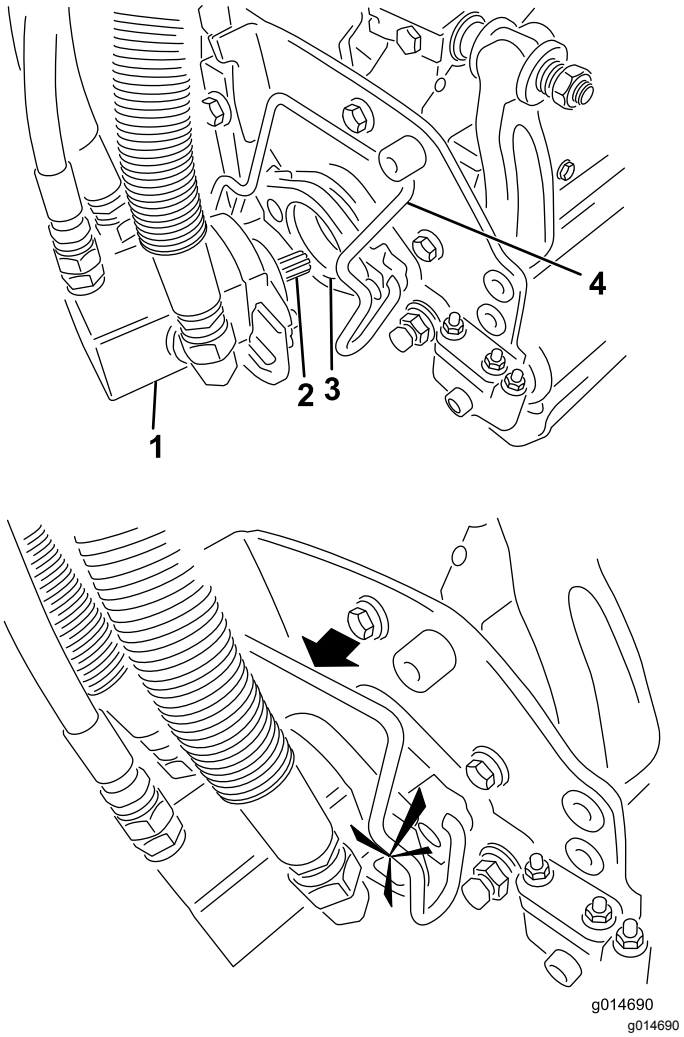

Rysunek 47
5. Nasmaruj wał z wypustem silnika zespołu tnącego cienką warstwą smaru (Rysunek 47).
6. Umieść silnik po lewej stronie jednostki tnącej (patrząc ze stanowiska operatora) i pociągnij pręt mocujący silnik na jednostce tnącej w kierunku silnika, aż do usłyszenia charakterystycznego kliknięcia po obu stronach silnika (Rysunek 47).